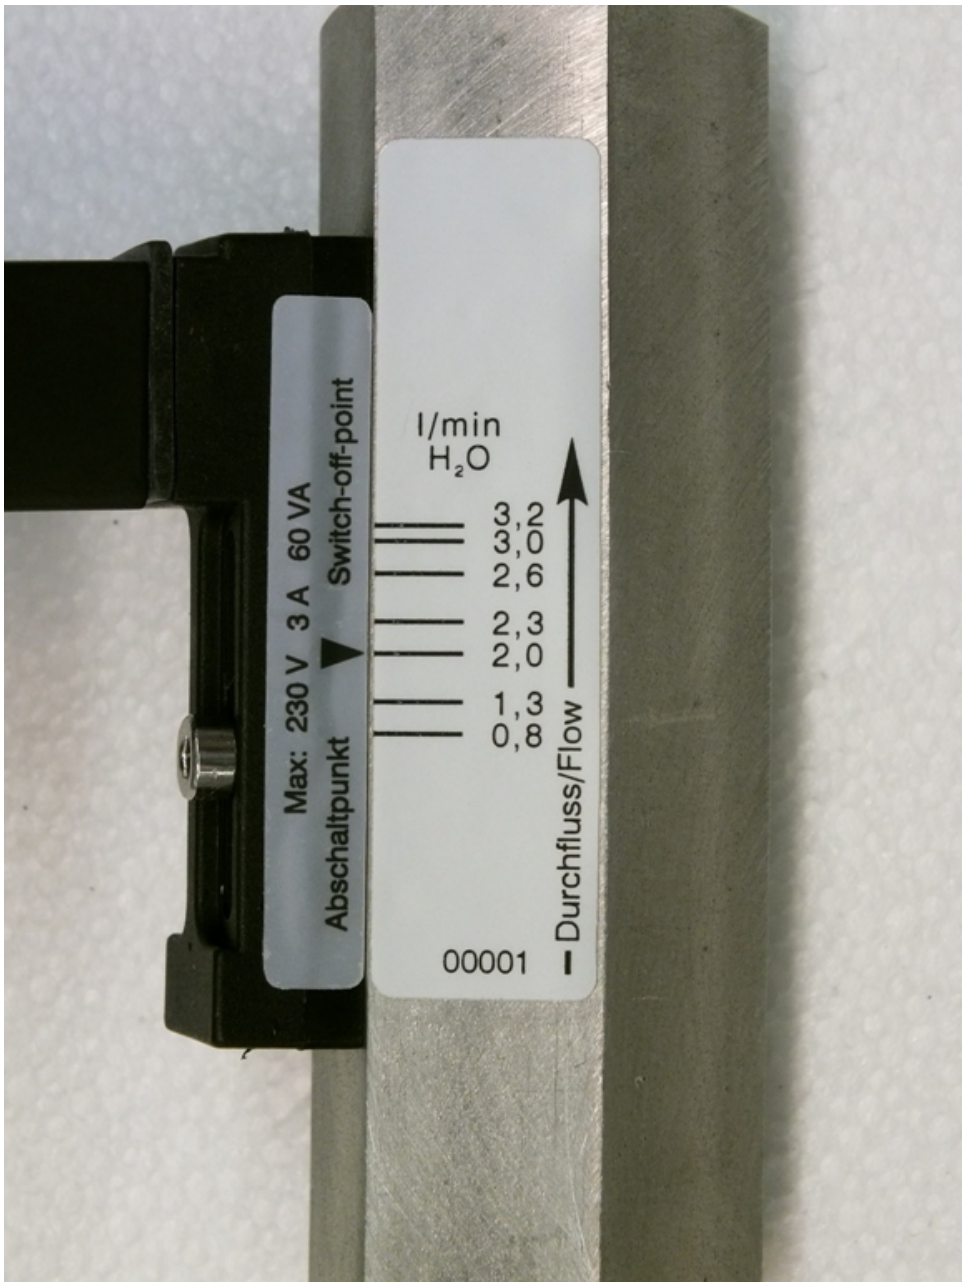

Fig. 34: Reading-off the switch point value (sample scale)
1. Make sure that the setting arrow and the scale mark on the switchpoint adjustment scale are in alignment (*Fig. 34*).